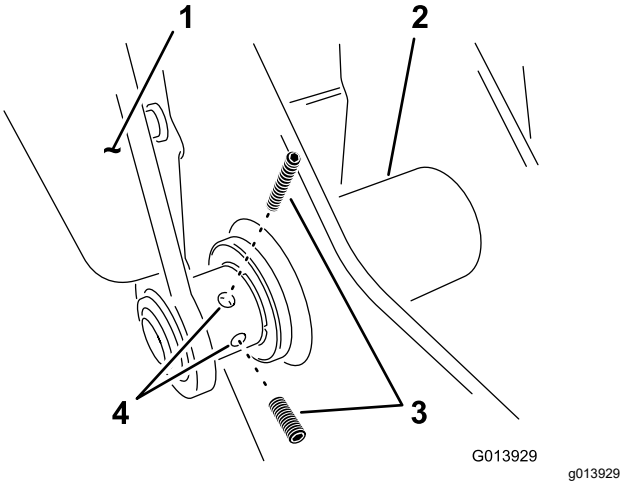

Rysunek 7
9. Przykręć 2 śruby ustalające do lewego ramienia w dolnym punkcie przegubu (Rysunek 7).
6. Dokręć 2 śruby ustalające na lewym ramieniu osi obrotu, patrz Rysunek 7 w Montaż ramion łoża na ramie wsporczej (Strona 7).